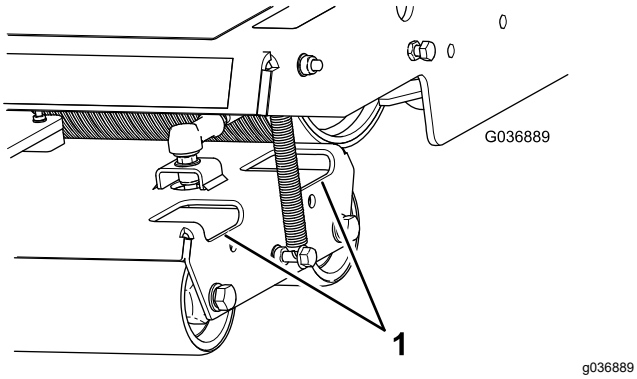

Figura 40
2. Pulite i rulli da sporco e detriti in base alle esigenze spruzzando acqua attraverso i fori negli alloggiamenti dei rulli (Figura 40).